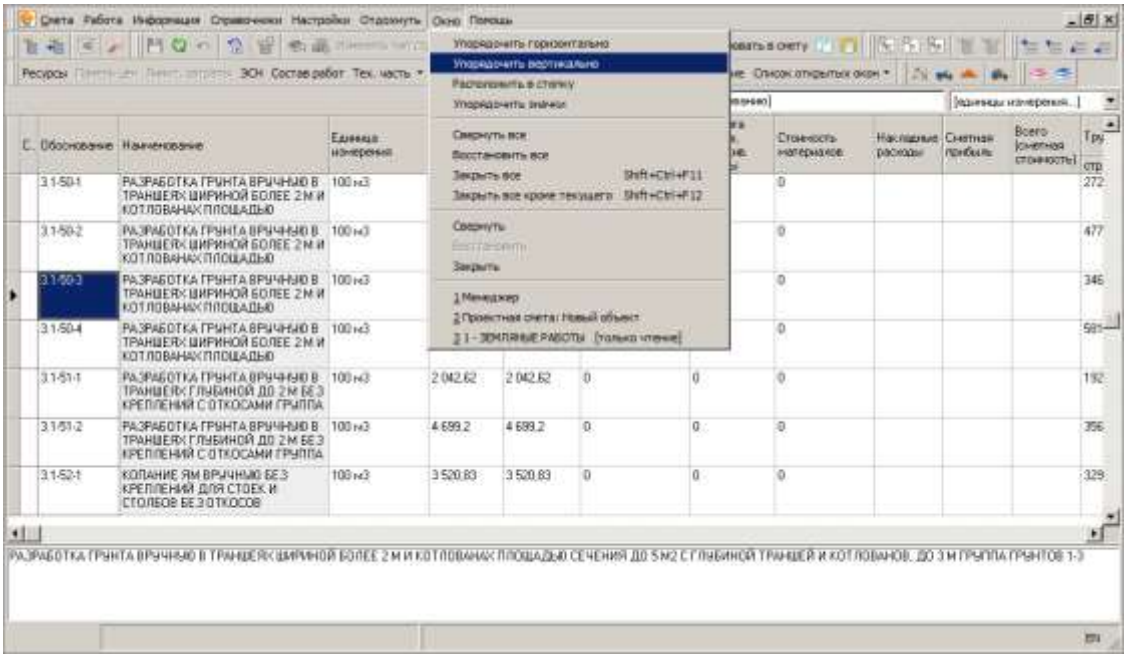

Рис. 1. Меню Окно
10. Выполните команду **Окно –> Упорядочить вертикально** (см. рис. 1).
13. В Главном меню выберите пункт **Окно –> Упорядочить вертикально** (см. рис. 1).